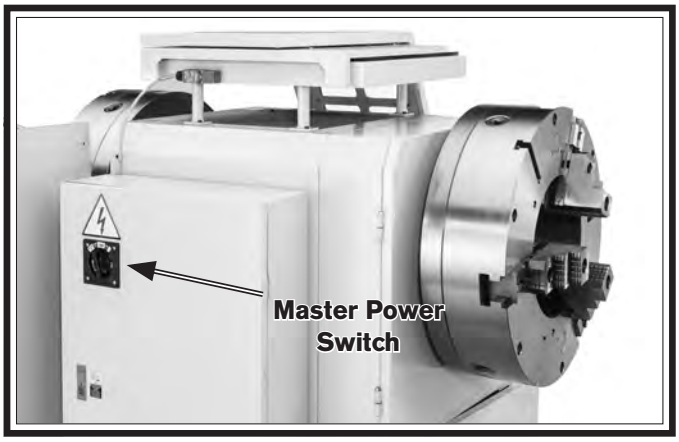

Figure 20. Location of master power switch.
1. Make sure master power switch on rear of machine is turned ***OFF*** (see **Figure 20**).